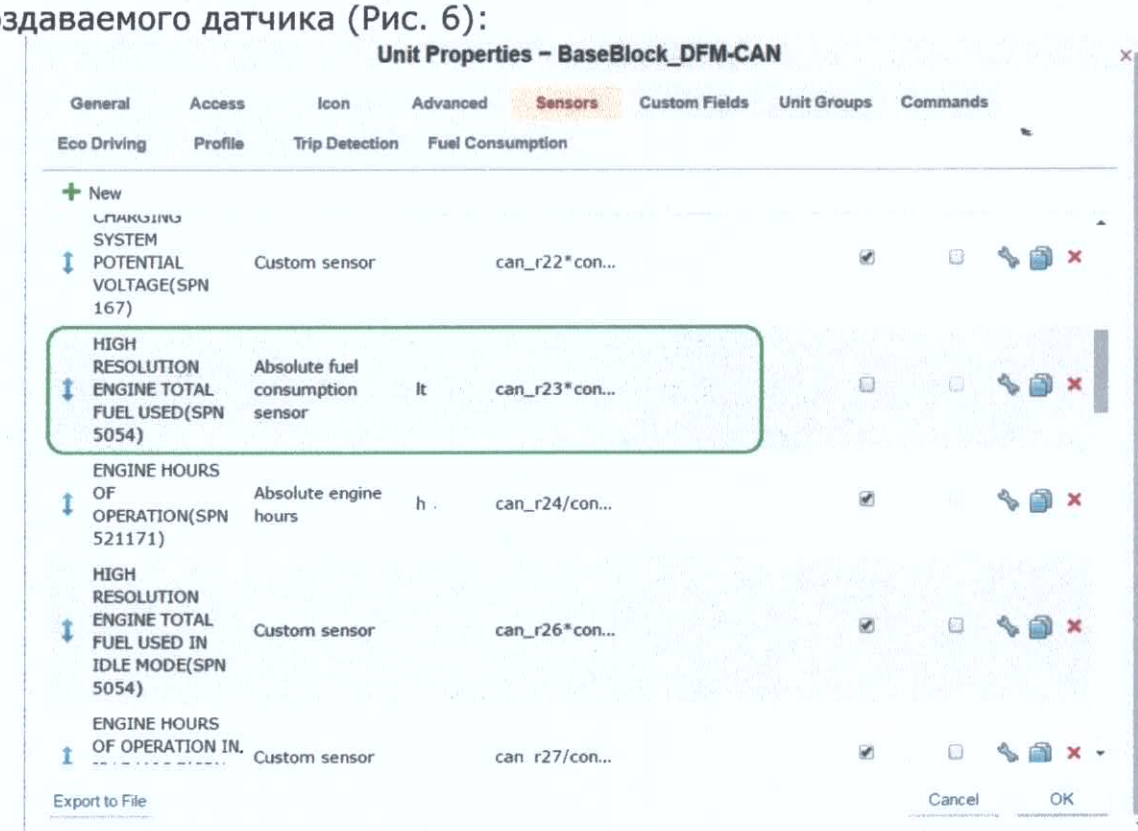

Рисунок 6
5.1.2. Для отображения данных полученных от подключенных датчиков, необходимо в свойствах объекта, на вкладке «Датчики», нажав кнопку «Создать», задать все необходимые параметры создаваемого датчика (Рис. 6):